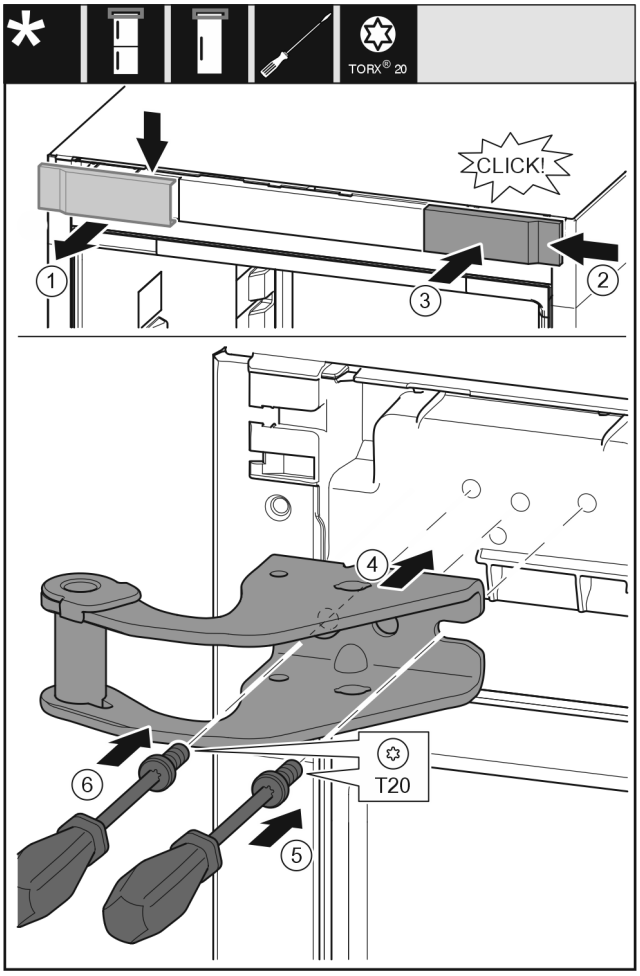

Fig. 16
▶ Abdeckung von oben nach vorne abnehmen. *Fig. 16 (1)*
▶ Abdeckung um 180° gedreht auf der anderen Seite von rechts einhängen. *Fig. 16 (2)*
▶ Abdeckung einrasten. *Fig. 16 (3)*
▶ Oberen Lagerbock ansetzen. *Fig. 16 (4)*
▶ Schraube mit Schraubendreher T20 ansetzen und festdrehen. *Fig. 16 (5)*
▶ Schraube mit Schraubendreher T20 einsetzen und festdrehen. *Fig. 16 (6)*